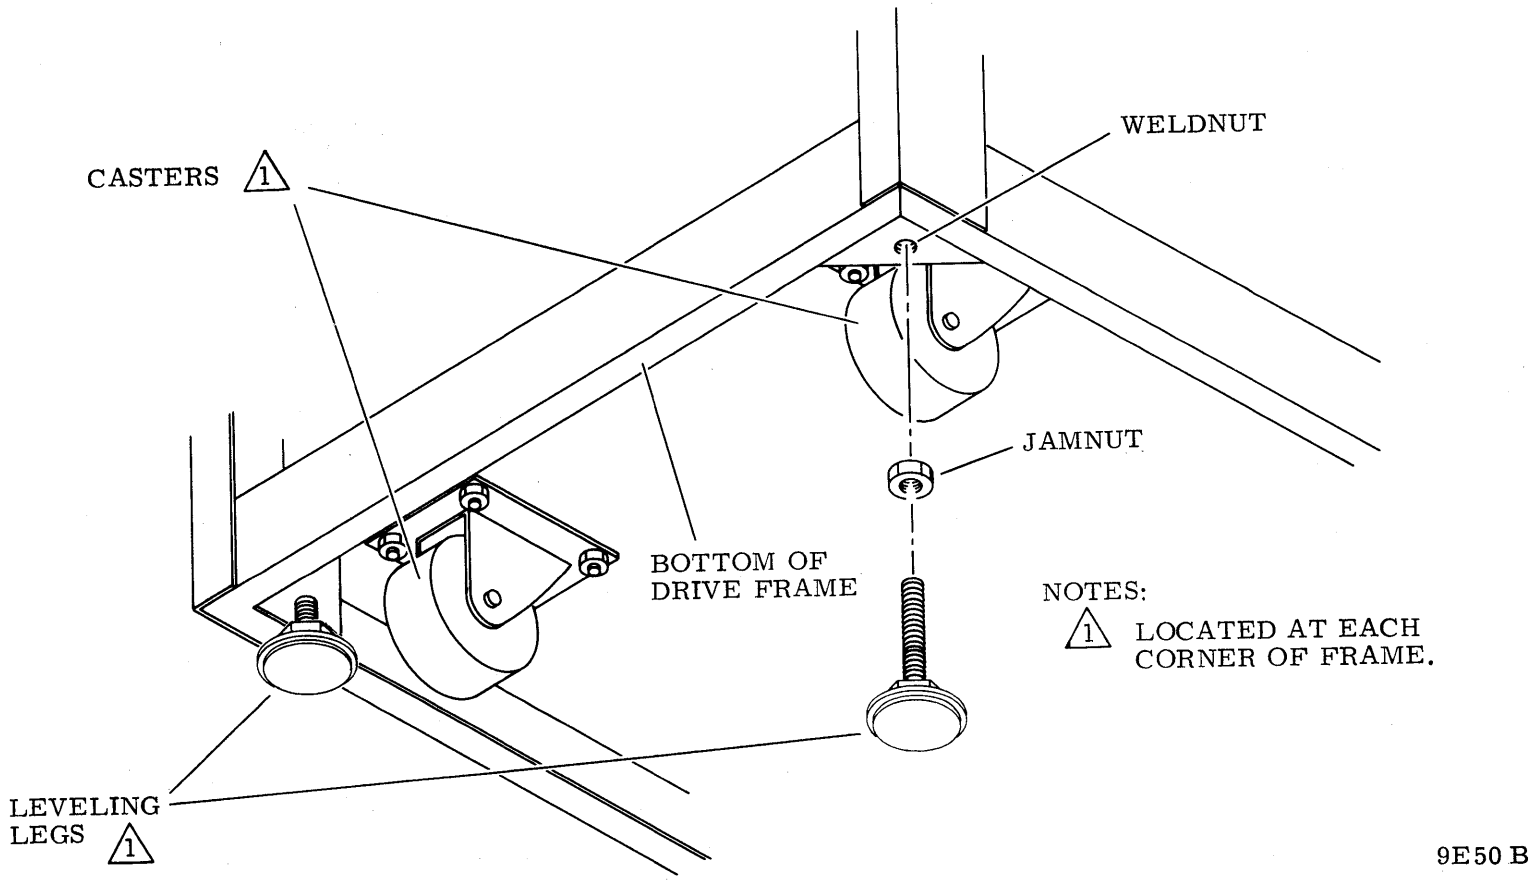

Figure 1-11. Leveling Pad Installation
1. Install jam nut on each leveling pad and install a leveling pad at each corner of cabinet frame (see figure 1-11) by raising corner of cabinet and threading leveler into weld nut on frame.